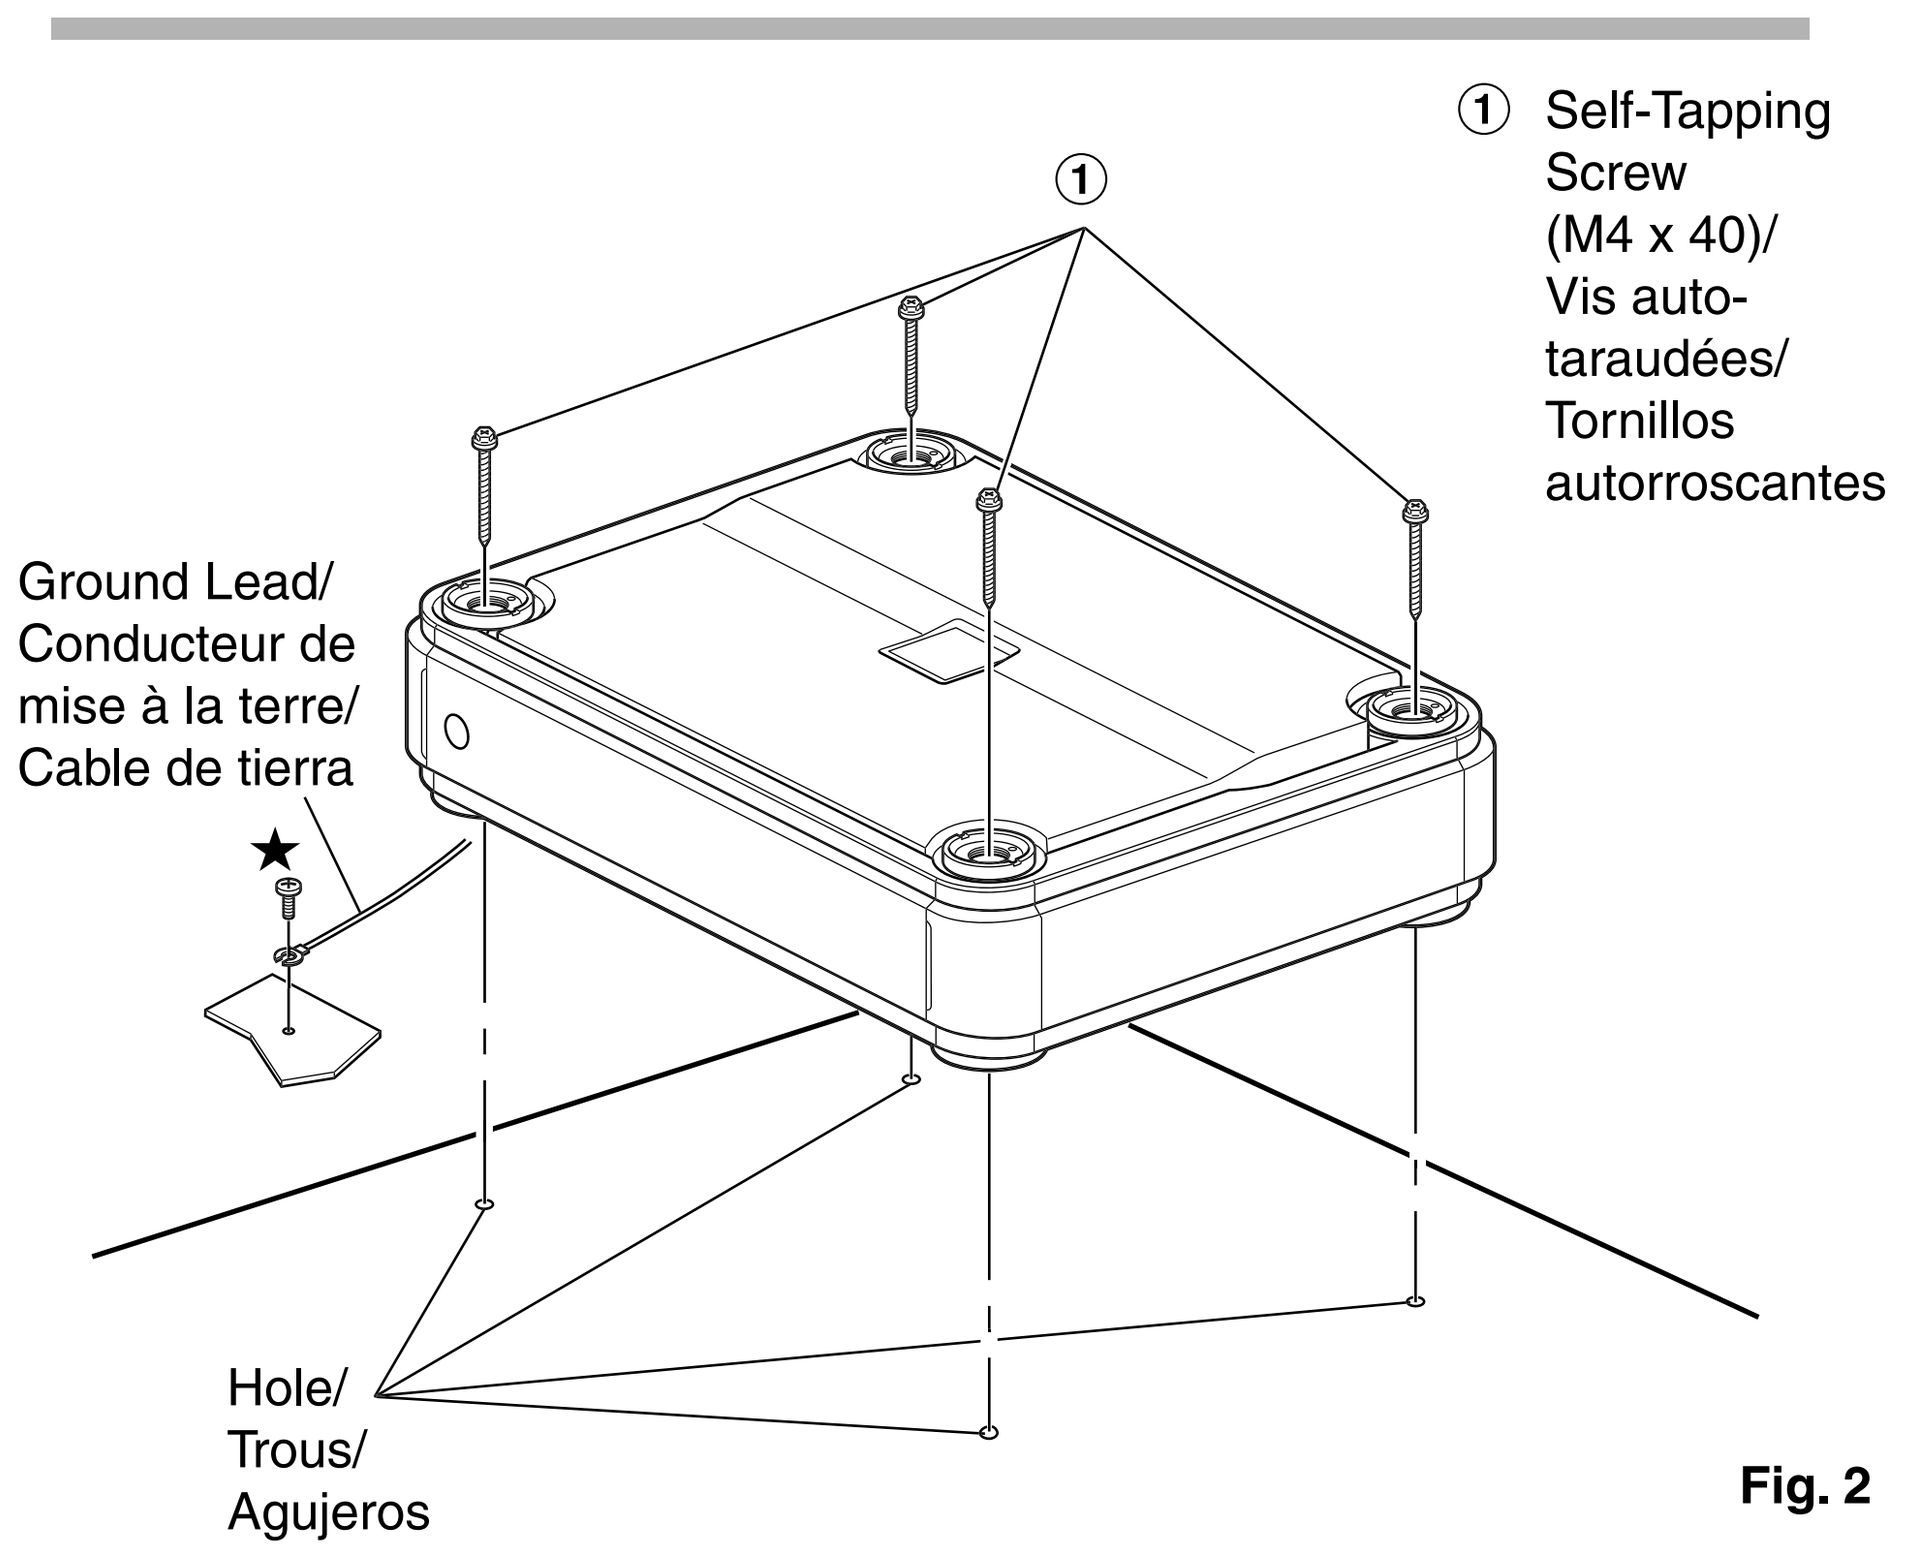

Fig. 2
- Self-Tapping Screw (M4 x 40, see ① of Fig. 2 on the left) 4
3. Fasten the unit down with the four self-tapping screws (M4 x 40, supplied).Refer to fig.2.